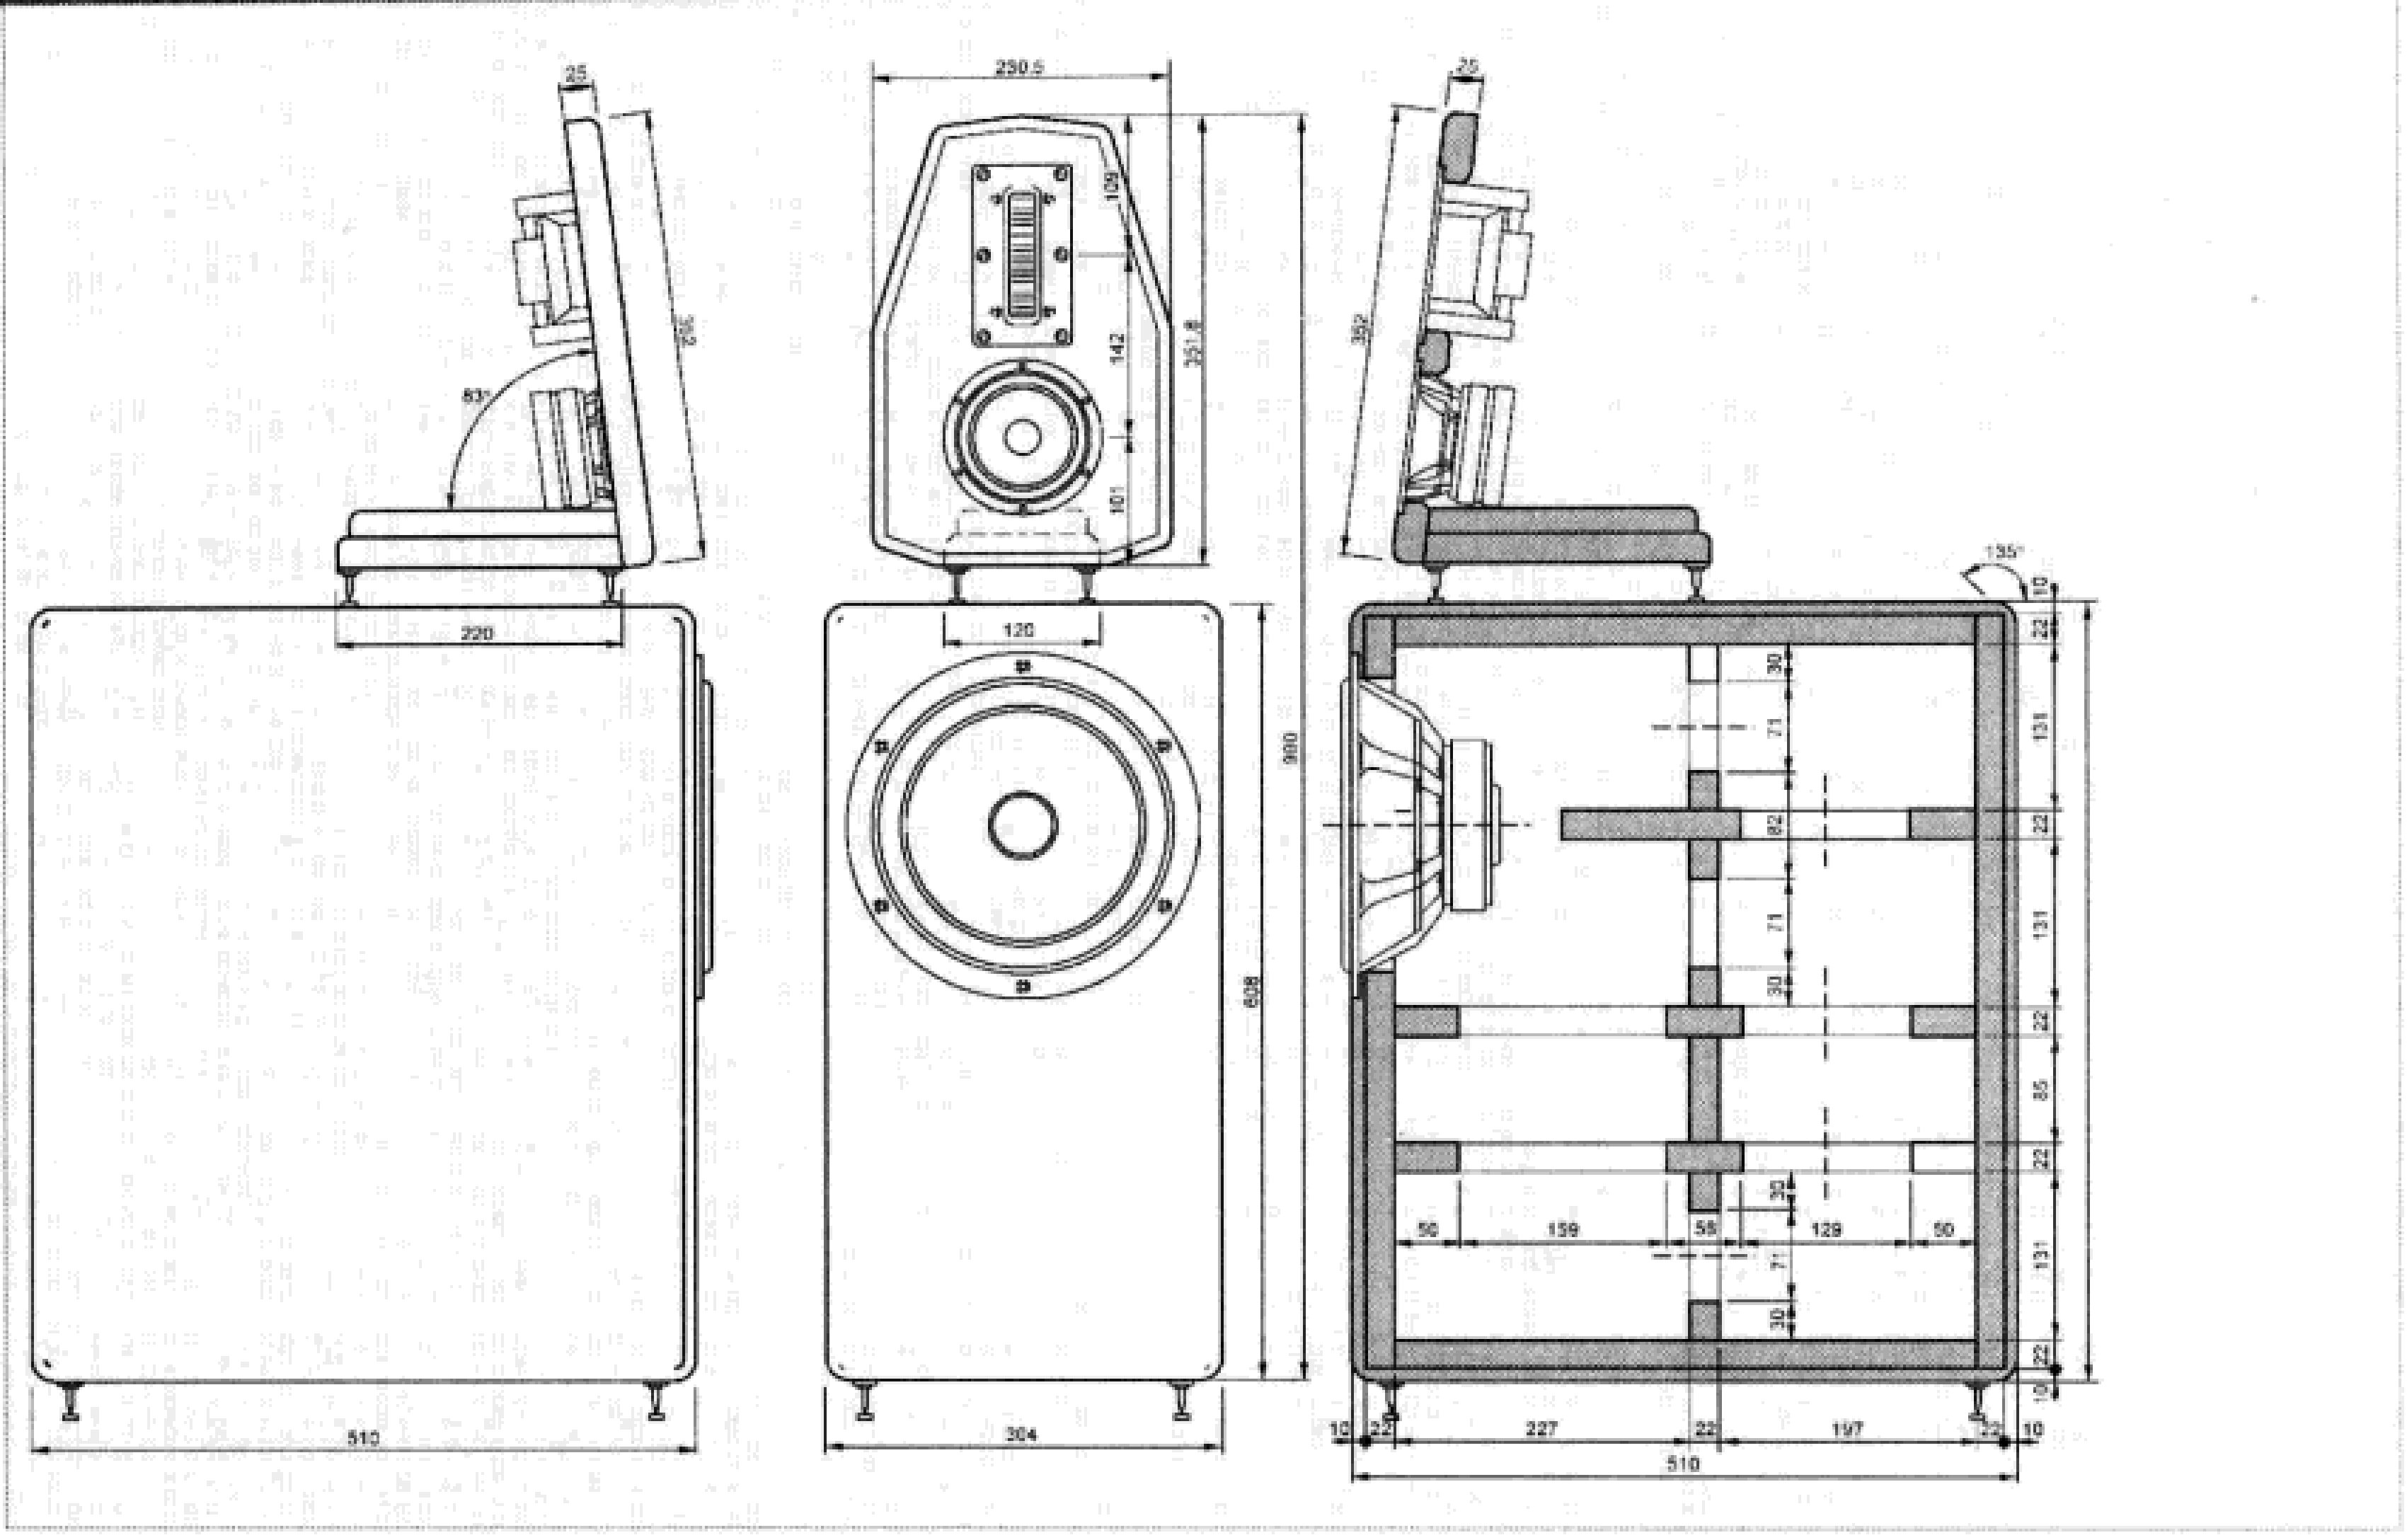
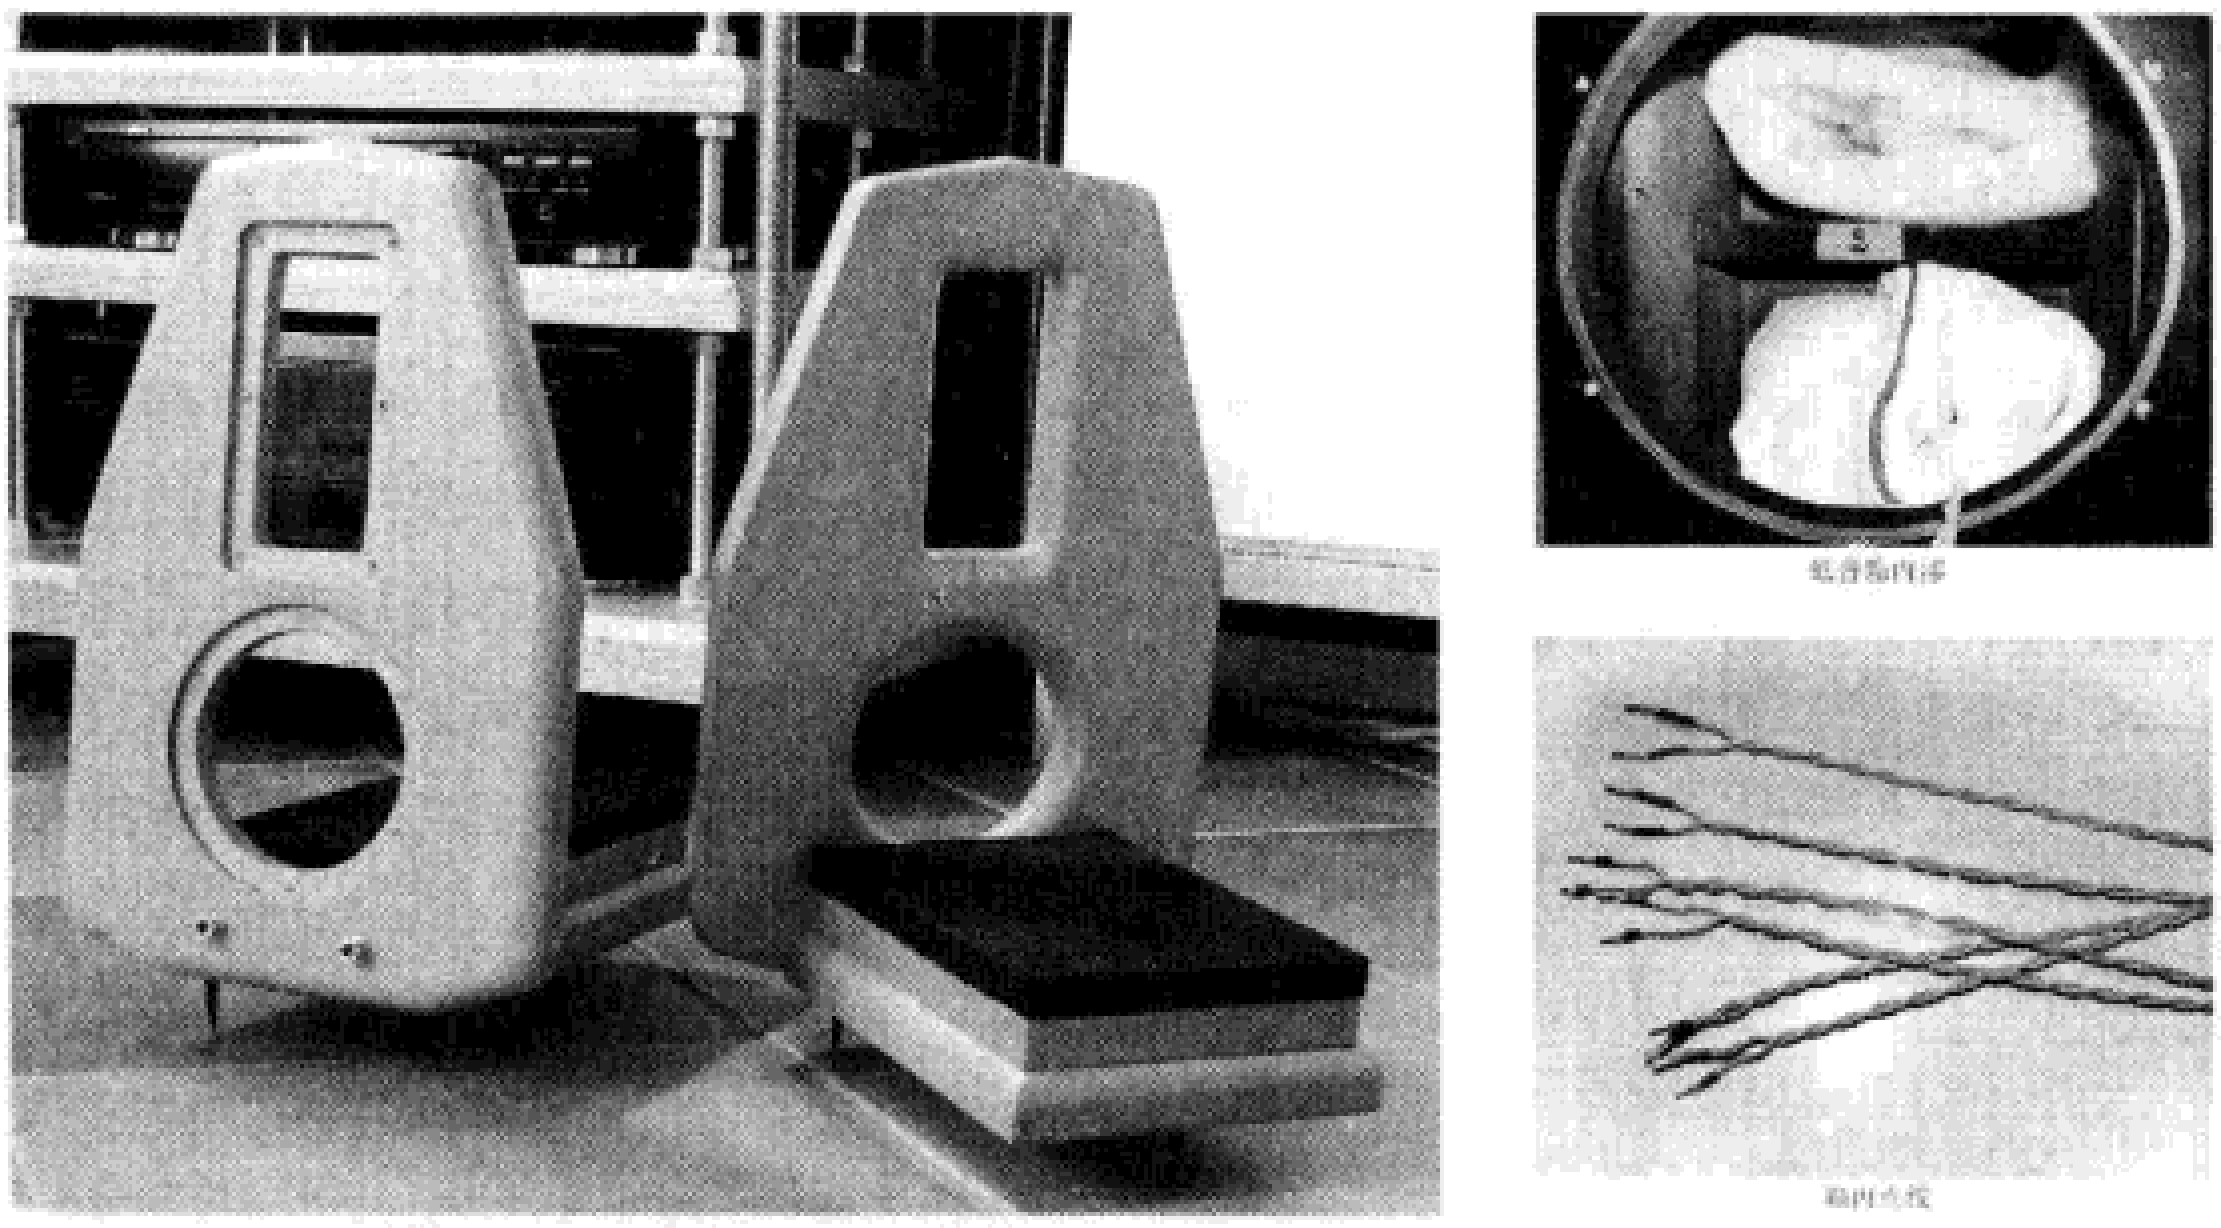

图6 箱体结构尺寸图
图7 做好的中音障板及其低音箱内部、箱内连线
箱体的总Q值（以下写作Qtc）是0.58，这是将最大平坦响应参数（Qtc=0.707时）和最佳脉冲响应（Qtc=0.5时）参数进行折衷的结果。最终确定的箱体尺寸如图6所示，中音障板的实物如图7所示。
低音箱的吸音材料以松松散散填满箱体为宜，一般的醋酸纤维棉即可，如Sonofil（西班牙的一个品牌）的产品，参见图7。障板的水平底板上敷设15mm厚的高密度泡沫海绵，用来衰减这个区域的声波反射。箱内连线都是普通的PTFE（Polytetrafluoroethylene，聚四氟乙烯）外皮的无氧铜镀银线，如图7所示。
1. 去掉低音箱中的两块吸音棉。这两块吸音棉的位置是在加强筋隔开的内部空腔中的右上部，参见图6。这样在箱体内部，背板和顶板相交的位置，箱板就裸露出来了。试听的结果是低音的细节增加了，低频段的灵敏度也有所提高。在我自己的听音室里，低音与中音、高音的衔接也非常好，没有“瓮声”（低音拖尾，类似人瓮声瓮气的声音），重低音也不显得松弛。